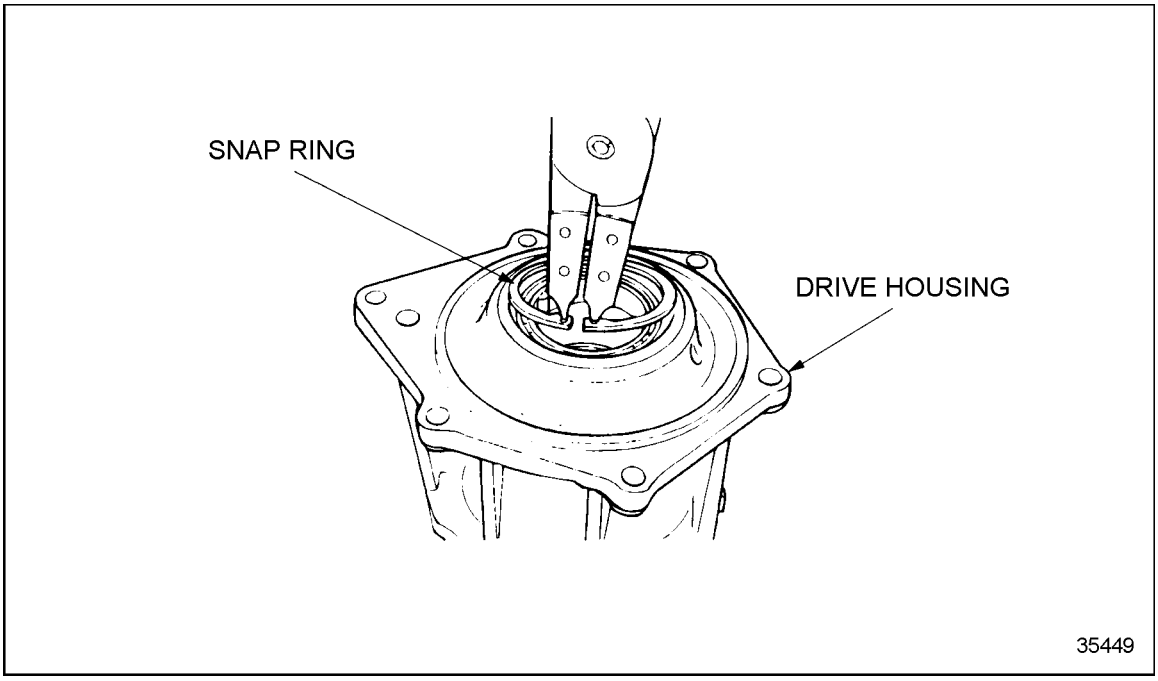

Figure 10-29 Snap Ring Installation
4. Install the snap ring retaining the roller bearing in the drive housing using snap ring pliers. See Figure 10-29.